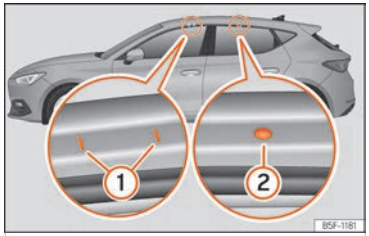

Fig. 197 Punts de fixació de les barres longitudinals per al portaequipatges del sostre (Leon).
Vàlid per a Leon: Els punts de fixació davanters i posteriors (1) i (2) només es poden veure amb les portes obertes ››› fig. 197.